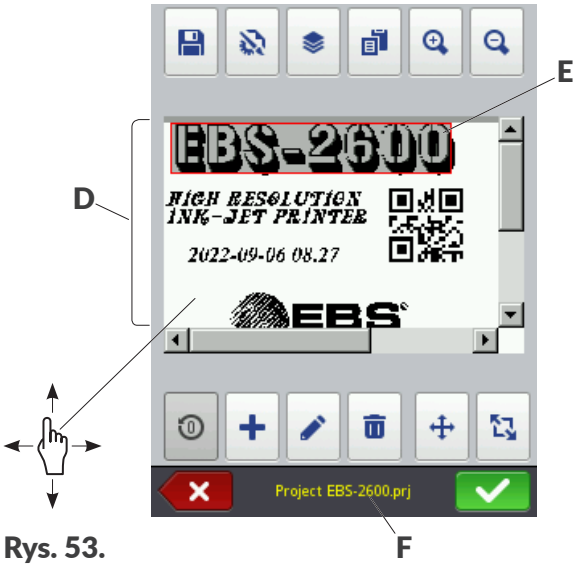

Rys. 53.
- Aktualnie wybrany obiekt otoczony jest szarym tłem i czerwoną ramką (patrz ***Rys. 53 na stronie 76***).
- Nazwa projektu **F** (patrz ***Rys. 53 na stronie 76***) zmienia kolor na żółty po jakiejkolwiek modyfikacji zawartości projektu. Po zapisaniu projektu nazwa zmienia z powrotem kolor na biały.